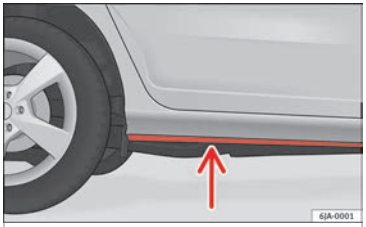

Fig. 180 Driving through water.
- Determine the depth of the water before entering. Water can reach a maximum height of below the door sill ›› Fig. 180.